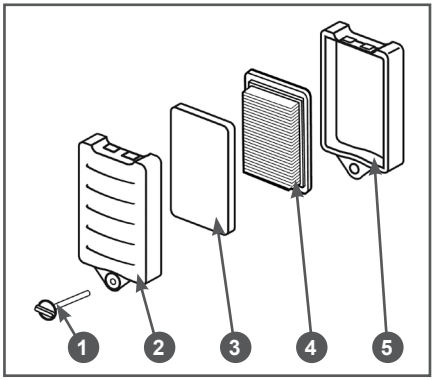

Рис. 20 Обслуживание воздушного фильтра PC5332F
1. Открутите болт 1 и снимите крышку 2 воздушного фильтра (Рис. 20)
2. Извлеките предварительный поролоновый 3 и основной бумажный 4 фильтрующие элементы (Рис. 20).
4. При незначительном загрязнении промойте предварительный поролоновый фильтрующий элемент 3 (Рис. 20) теплым мыльным раствором и просушите. Поврежденный или сильно загрязненный поролоновый фильтрующий элемент замените.
Бумажный фильтрующий элемент 4 (Рис. 20) не подлежит очистке, необходима его замена. Не продувайте основной бумажный фильтрующий элемент сжатым воздухом, не промывайте его в бензине и других растворителях. Эксплуатация двигателя с грязными или поврежденными фильтрующими элементами, или без фильтрующих элементов приведет к попаданию грязи и пыли в карбюратор и двигатель, что в свою очередь, станет причиной его быстрого износа. Двигатель в этом случае не подлежит ремонту по гарантии.
5. Произведите очистку крышки 2 и корпуса 5 воздушного фильтра (Рис. 20).
6. Установите на место фильтрующие элементы. Установите крышку воздушного фильтра и зафиксируйте ее винтом 1 (Рис. 20).